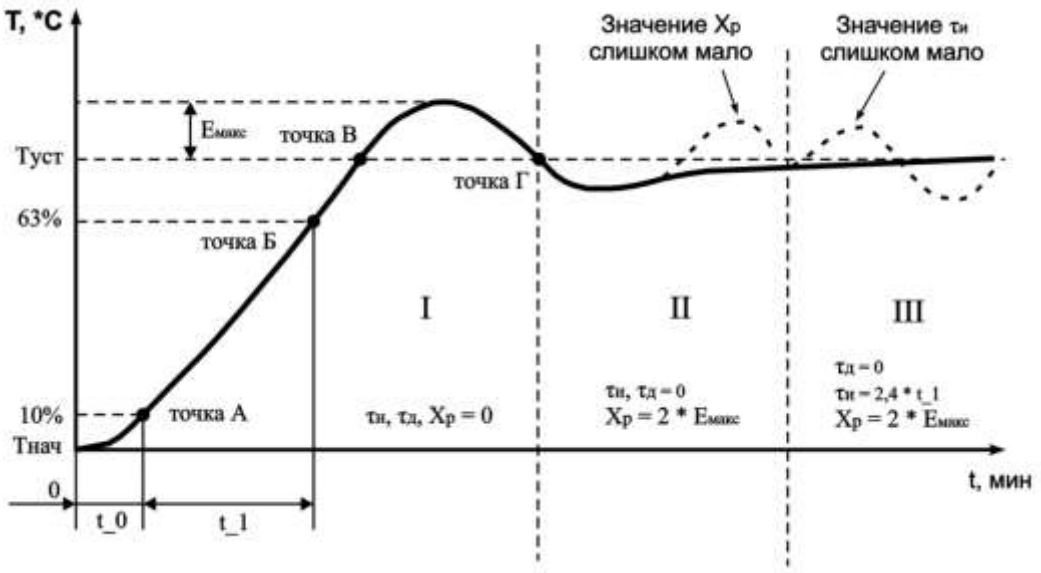

Рисунок 7.1 - Ручная настройка ПИД-регулятора
7.2.5.2.3 Установить значение параметра cH.1 = 3 (cH2, cH3, cH4). После нажатия кнопки ВВОД, на индикаторе отобразится мигающая надпись “Pid” с соответствующим индикатором номера настраиваемого канала в течении времени 10 сек (время может меняться в зависимости от установленного времени фильтра Ft.1 ,Ft.2, Ft.3, Ft.4). По окончанию времени регулятор выдаст непрерывный максимальный выходной сигнал и на дисплее отобразится текущая температура с точкой в младшем разряде “xxx.”. В результате чего выходное реле нагрузки будет включено до тех пор, пока не будет достигнута величина температуры равная SP ($T_{уст}$). После выключения реле нагрузки (стадия I, точка В на рисунке 7.1) некоторое время температура по инерции будет продолжать увеличиваться. Как только контролируемая температура опустится ниже SP ($T_{уст}$), процесс автонастройки заканчивается (точка Г рисунок 7.1), на дисплее отображается непрерывная надпись “Pid”. ТР-101 вычисляет коэффициенты ПИД регулятора: полосу пропорциональности $X_р$, постоянную времени интегрирования $\tau_и$, постоянную времени дифференцирования $\tau_д$. После окончания автонастройки необходимо нажатием кнопки МЕНЮ перевести прибор в режим программирования, в котором можно посмотреть и скорректировать полученные значения коэффициентов.
7.2.6.3.6 Измерить максимальное значение перерегулирования между точками В и Г ($E_{макс}$. рисунок 7.1).